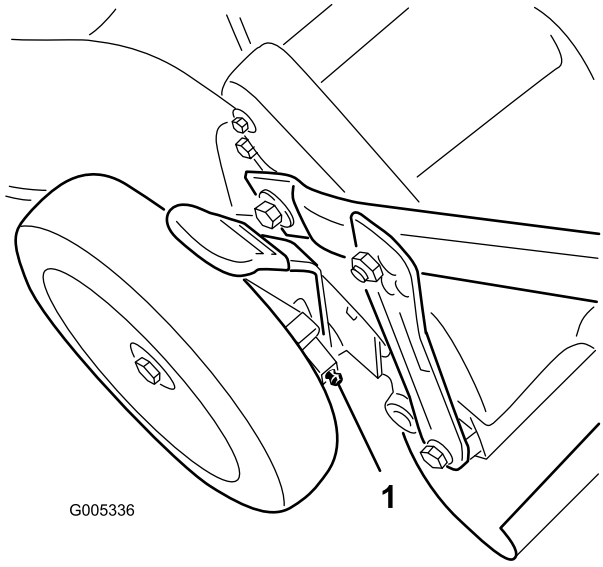

Figur 24
1. Torka av smörjnipplarna precis innanför bakhjulen med en ren trasa (Figur 24).